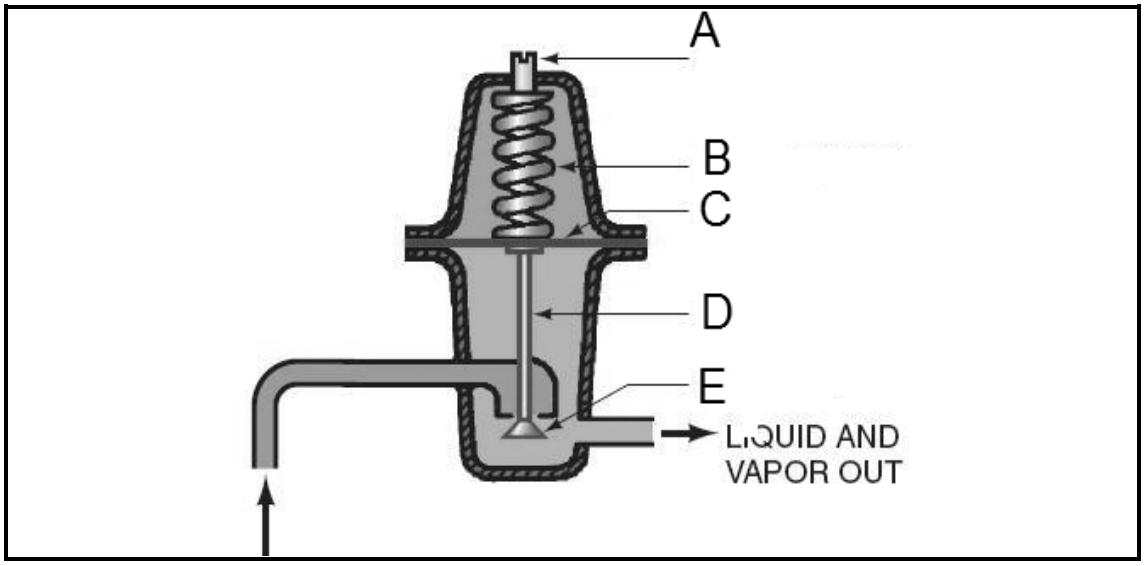

FIGURE 2
5.1 FIGURE 2 shows an automatic expansion valve.